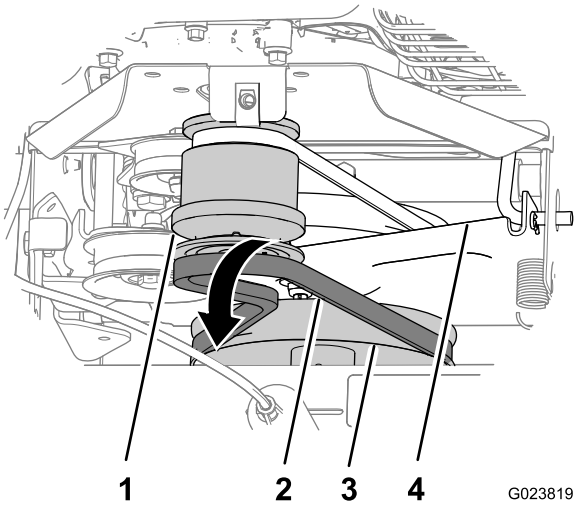

Figure 40
3. Glissez la courroie vers l'avant et placez-la dans la gorge avant de la poulie du moteur (Figure 40).
4. Déchaussez la courroie de la poulie du boîtier d'engrenages du balai, déplacez la courroie en arrière entre la poulie et le support de la commande de déplacement, puis déposez la courroie de la machine (Figure 40).
1. Alignez la courroie de remplacement entre la poulie et le support de la commande de déplacement (Figure 40).
2. Glissez la courroie dans la gorge au fond de la poulie du boîtier d'engrenages du balai (Figure 40).
3. Chaussez la courroie dans la gorge avant de la poulie du moteur (Figure 40).